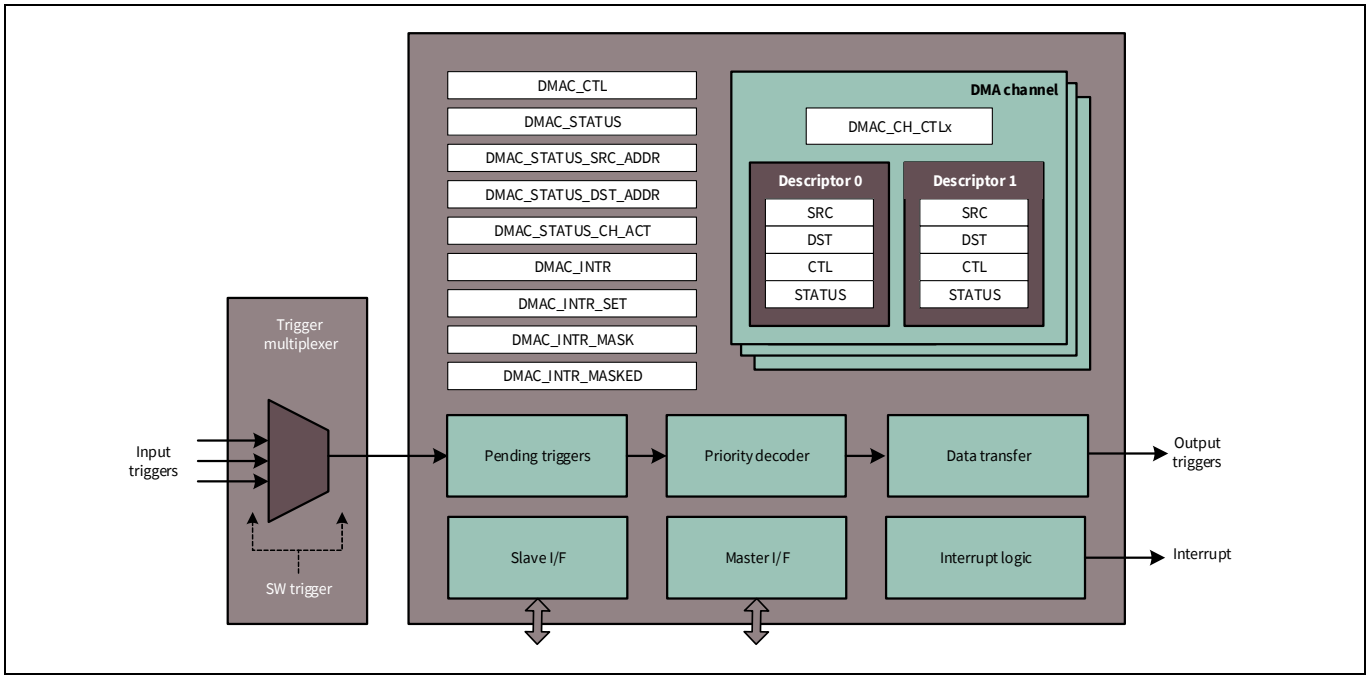

**Figure 6-1. DMA block diagram**
**Figure 6-1** gives an overview of the DMA controller at a block level.